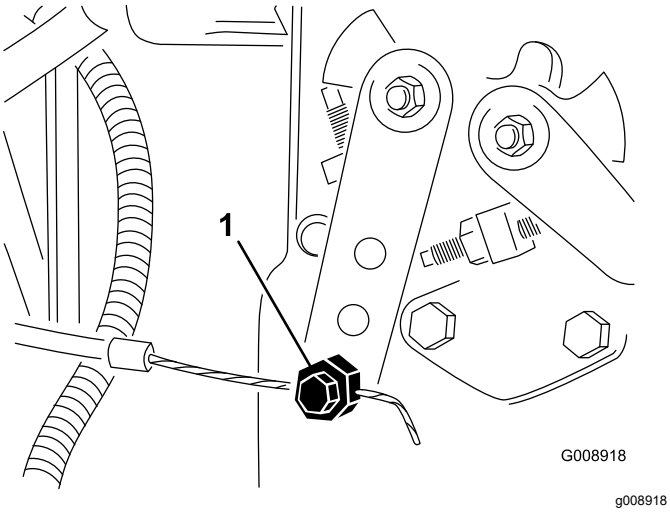

Figur 57
2. Løsne gasskabelkontakten på spaken på innsprøytingspumpen (Figur 57).